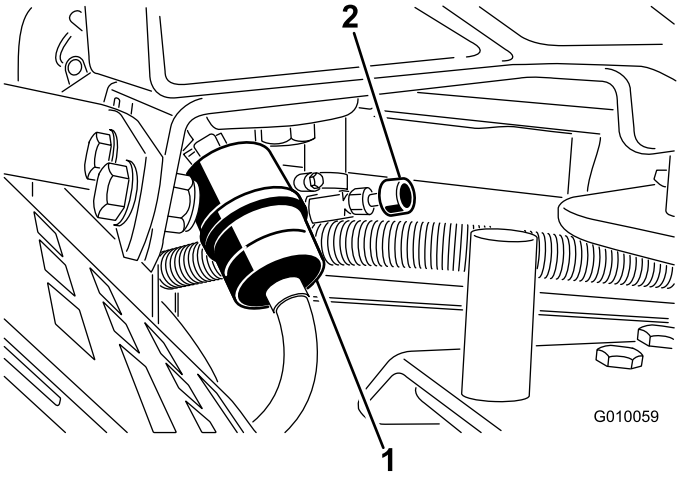

Figur 51
2. Steng bensinkranen (Figur 51).
3. Klem sammen endene på slangeklemmene, og skyv dem bort fra filteret (Figur 51).
5. Monter et nytt filter, og skyv slangeklemmene nær opptil filteret (Figur 51).
7. Åpne bensinkranen (Figur 51).
3. Løsne på drivstoffilterets slangeklemme og skyv den opp i bensinslangen, bort fra drivstoffilteret (Figur 51).
4. Dra bensinslangen av drivstoffilteret (Figur 51). Åpne bensinkranen og la bensinen tømmes ut i en bensinbeholder eller et tappefat.
5. Sett bensinslangen på drivstoffilteret. Skyv slangeklemmen nært opptil drivstoffilteret for å feste bensinslangen (Figur 51).